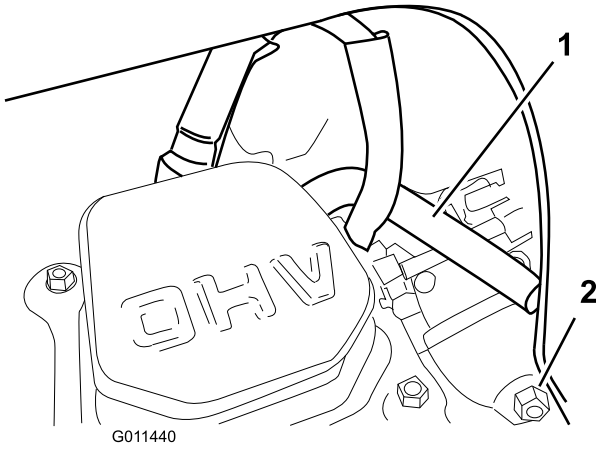

Figur 36
Bemærk: Sørg for, at ånderøret føres over tændrørsledningen som vist i Figur 36.
6. Aftap brændstoffet i karburatoren gennem karburatorens aftapningsskrue (Figur 36) i en godkendt benzinbeholder.